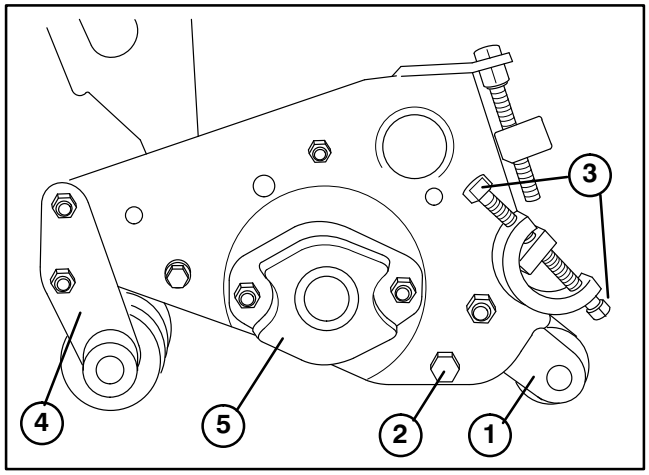

Figure 9
1. Remove capscrew and nut anchoring the rear roller height−of−cut bracket to the side plate on both ends of the cutting unit (Fig. 9).
4. Remove the bedbar mounting bolts from each end of the cutting unit (Fig. 9). Then loosen the bedknife adjusting screws at each end of the cutting unit (Fig. 9). The bedknife assembly can then be removed by rotating it away from the reel.
1. Remove the locknuts securing the front roller brackets to the sideplates at both ends of the cutting unit (Fig. 9).
A. Remove the mounting nuts from the counterbalance end cap and remove end cap from the mounting studs (Fig. 9).
2. Remove counterbalance End Cap (Fig. 9).